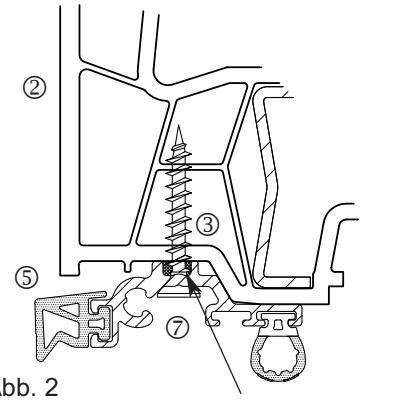

Abb. 2
- Vor der Montage des Wetterschenkels ist auf ganzer Länge Silikon aufzutragen (siehe Abb. 2)
- Den Wetterschenkel **7** auf dem Flügelprofil **2** positionieren und mit rostfreien Senkkopfschrauben Ø 3,9 x 25 mm **3**, im Abstand von max. 30 cm, am Flügel **2** verschrauben (siehe Abb. 2).